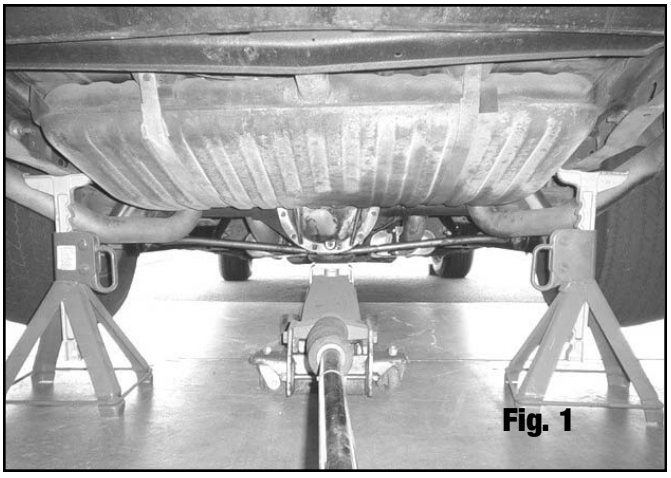

Fig. 1
2. Support rear of the vehicle on the jackstands and remove the rear wheels ***(See Figure 1)***.
3. Place a floorjack under the differential and lift up slightly to remove tension from the trailing arm bolts. Make sure not to lift the vehicle off the jackstands ***(See Figure 1).***